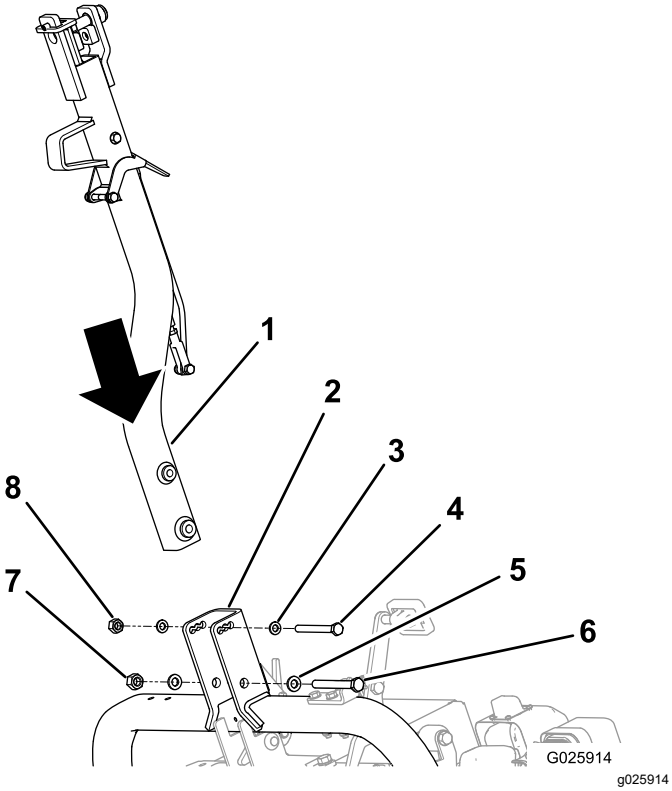

**Figur 5**
2. Fäst dragkroken på tappfästet med lämpligt fästelement. Se Figur 5.